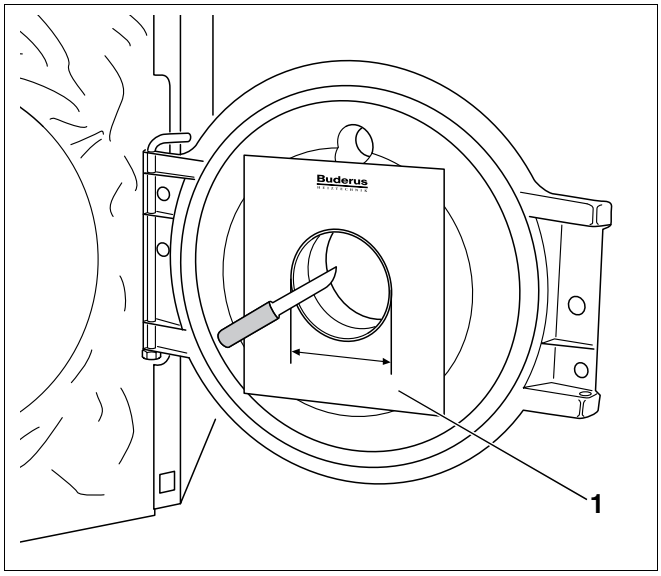

Fig. 17 Ritagliare l'isolamento della porta
Utilizzare lo stampato allegato alla fornitura come supporto (fig. 17, **pos. 1**).